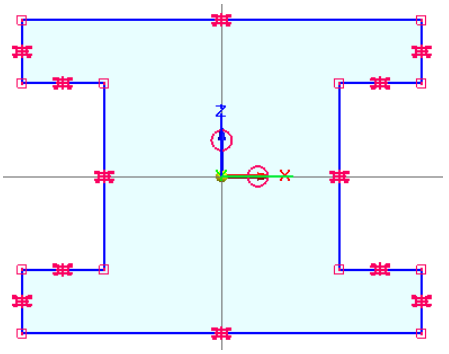

***Figure 3-36*** *Profile after adding relationships*
13. Press the Esc key to exit the current tool. The sketch after adding all relationships is shown in Figure 3-36. Notice that all the relationships handles are displayed on the sketch.